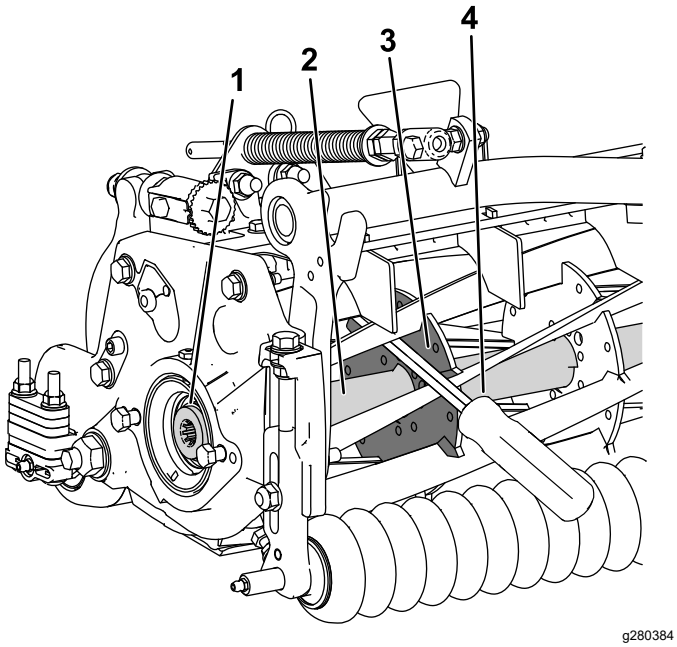

**Рисунок 29**
1. Вставьте монтировку с длинной ручкой (рекомендуется использовать монтировку размером 0,95 x 30 см [⅜ x 12 дюймов] с рукояткой как у отвертки) через переднюю часть режущего барабана, максимально близко к боковой части режущего блока, к которому вы будете прилагать крутящий момент (Рисунок 29).
2. Установите монтировку так, чтобы она была прижата к сварной стороне внутреннего усиливающего компонента барабанного режущего блока (Рисунок 29).